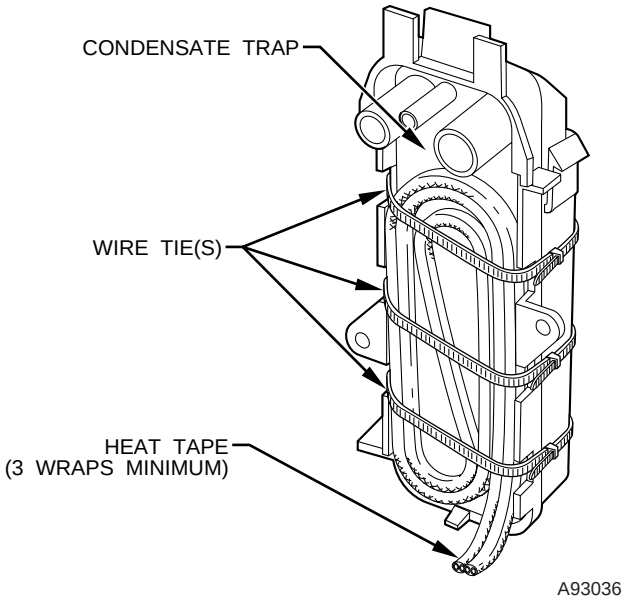

**Fig. 47—Condensate Trap Heat Tape**
2. Locate heat tape between sides of condensate trap back. (See Fig. 47.)
3. Use wire ties to secure heat tape in place. Wire ties can be positioned in notches of condensate trap sides. (See Fig. 47.)